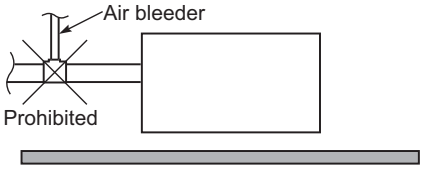

Fig. 2-105
- **Do not install an air bleeder as this may cause water to spray from the drain pipe outlet. (Fig. 2-105)**